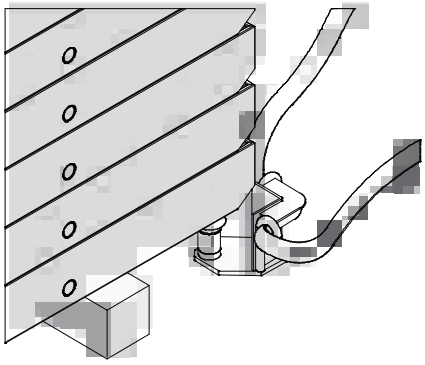

Abb. 68.3
2. Die Einhängevorrichtung mit dem Fuß unter den Stapel schieben (Abb. 68.3).